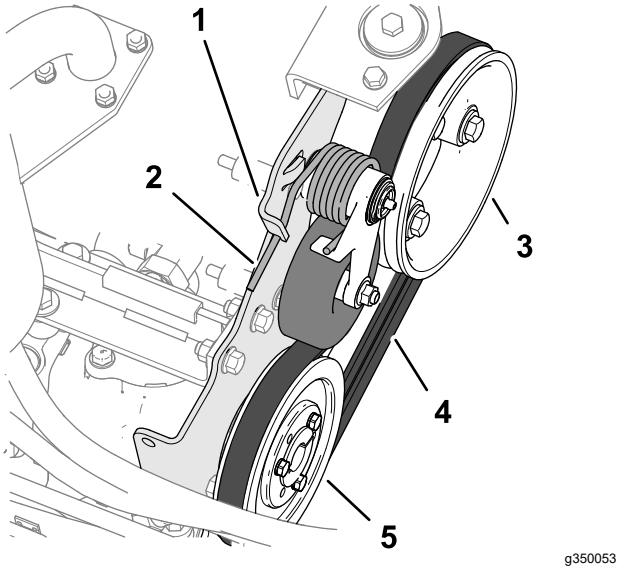

Figur 81
2. Tryck änden av fjädern för remspänning ned och ut genom skåran i pumpmonteringsbeslaget. Flytta sedan fjäderns ände framåt (Figur 81).